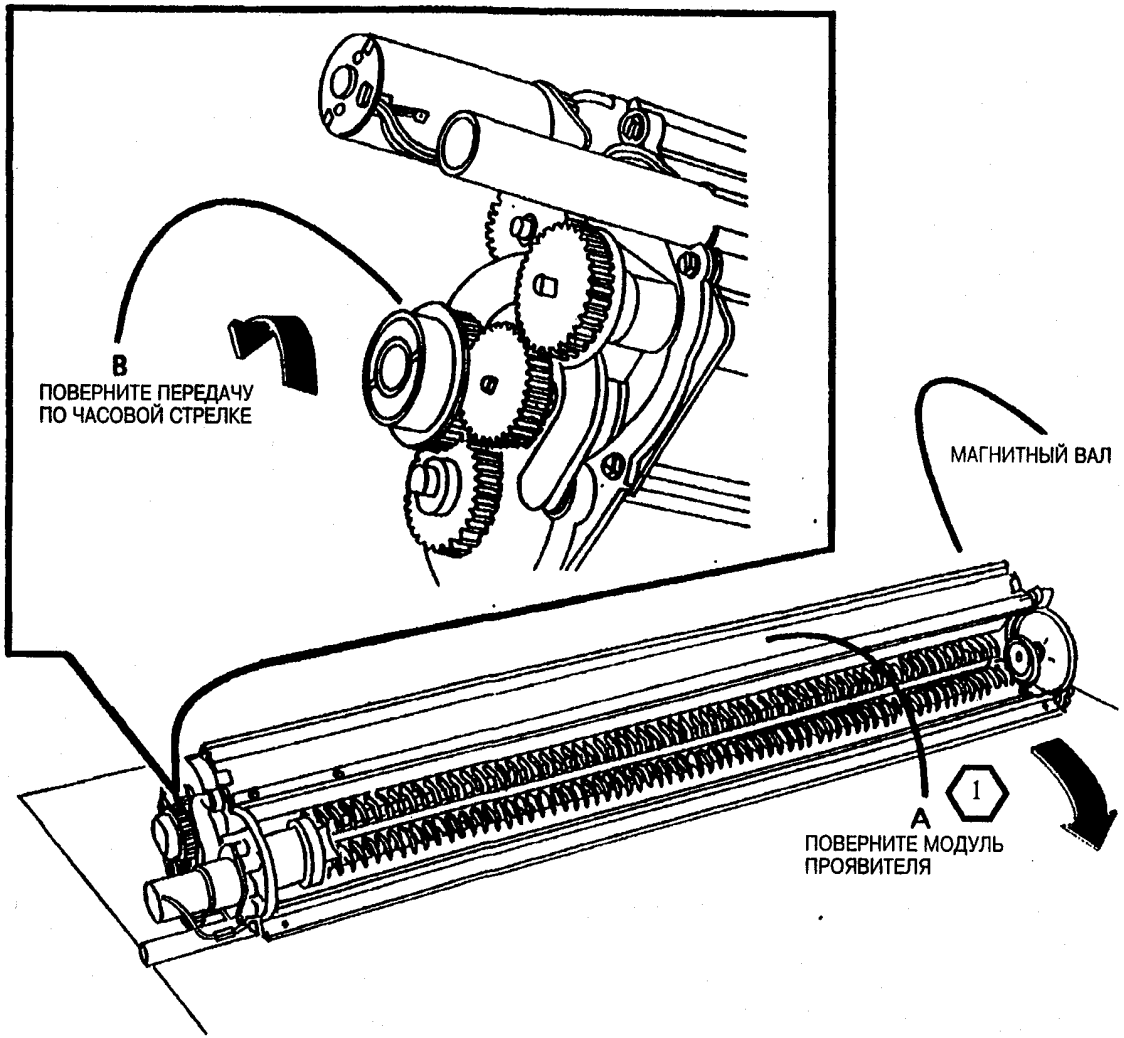

Рис. 2. Выбросите материал проявителя
5. (Рис. 2): Выбросьте материал проявителя.